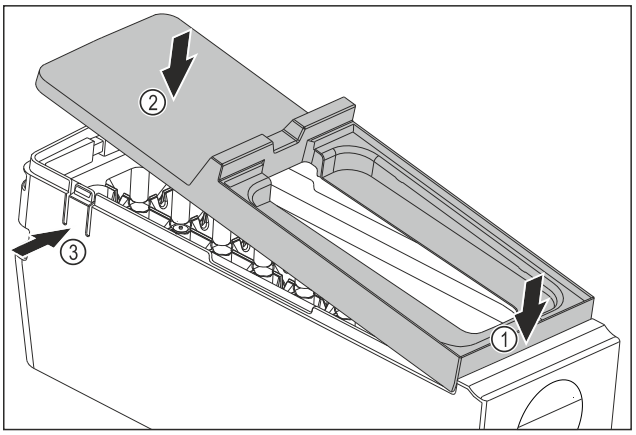

Fig. 166
▶ Installing the cover of the EasyTwist-Ice body: Fit the cover at the front. *Fig. 166 (1)*
▶ Lower the cover at the rear. *Fig. 166 (2)*
▷ The cover snaps audibly into place in both tabs *Fig. 166 (3)*.